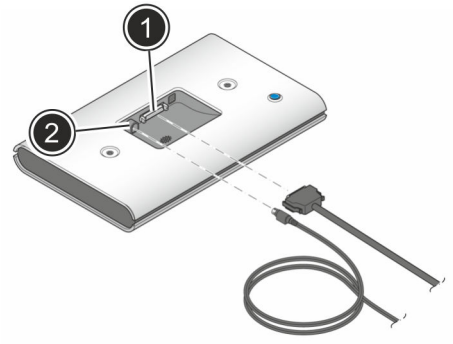

Fig. 53: Connecting the control unit
3. Plug the connection cable into the control unit (Fig. 53/1).
4. Connect the power supply to the control unit (Fig. 53/2).
5. *When connecting the power cable (Fig. 53/2), make sure that the safety plug connector is safely locked in place. To disconnect, the detent mechanism must be released by pulling back the plug grip.*
6. Switch on the device with the on/off switch (Fig. 53/3).